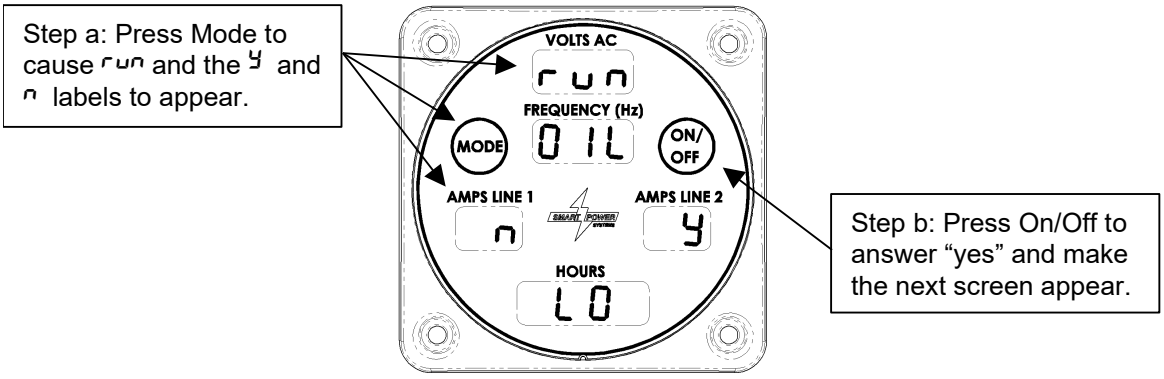

Figure 23 – Low Oil Fault Override Display
a. From the Normal mode display, press Mode, as if you wanted to display the oil temperature. The screen shown in Figure 23 will be displayed instead, asking if you want to “Run [with the] Oil Lo[w].” This screen will also be displayed if you attempt to start the generator with the condition present.